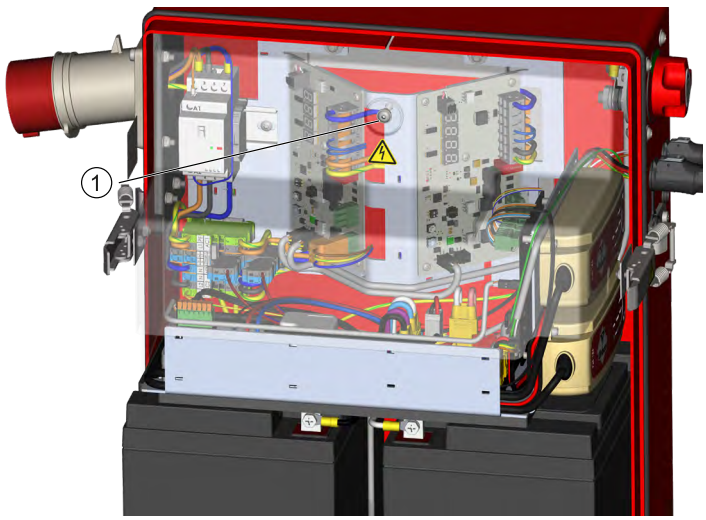

Imagen 29: Protector contra contacto accidental
2. Afloje el tornillo Allen del protector contra contacto accidental (véase Imagen 29 “Protector contra contacto accidental”, en la página 84).